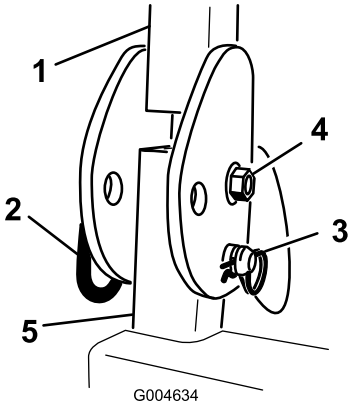

**Rysunek 91**
49. Zamontuj śrubę, nakrętkę, zawleczkę sworznia oraz sworzeń mocujące pałąk ROPS do każdego ze słupków (Rysunek 91).